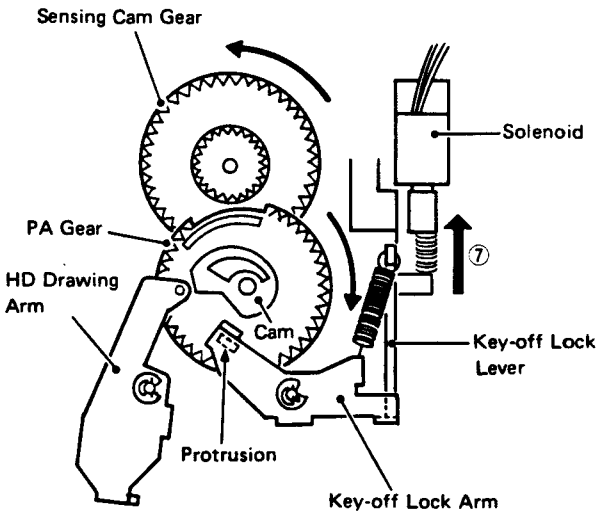

Fig. 14 Stopped state after turning through about 1 rotation (with MS)
(10) With Music Search (MS) (Fig. 14)